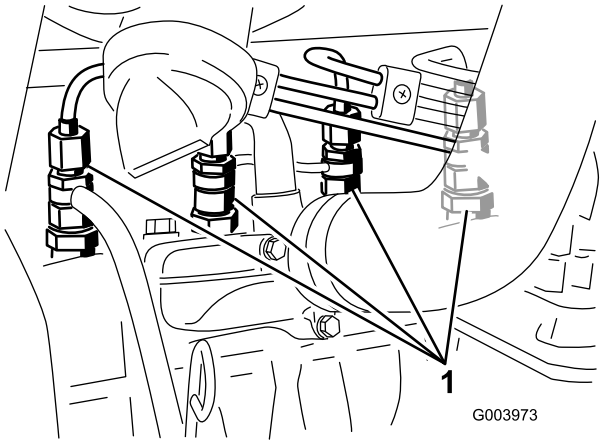

Figur 55
1. Lossa röranslutningen till munstycke nr 1 och hållaren (Figur 55).